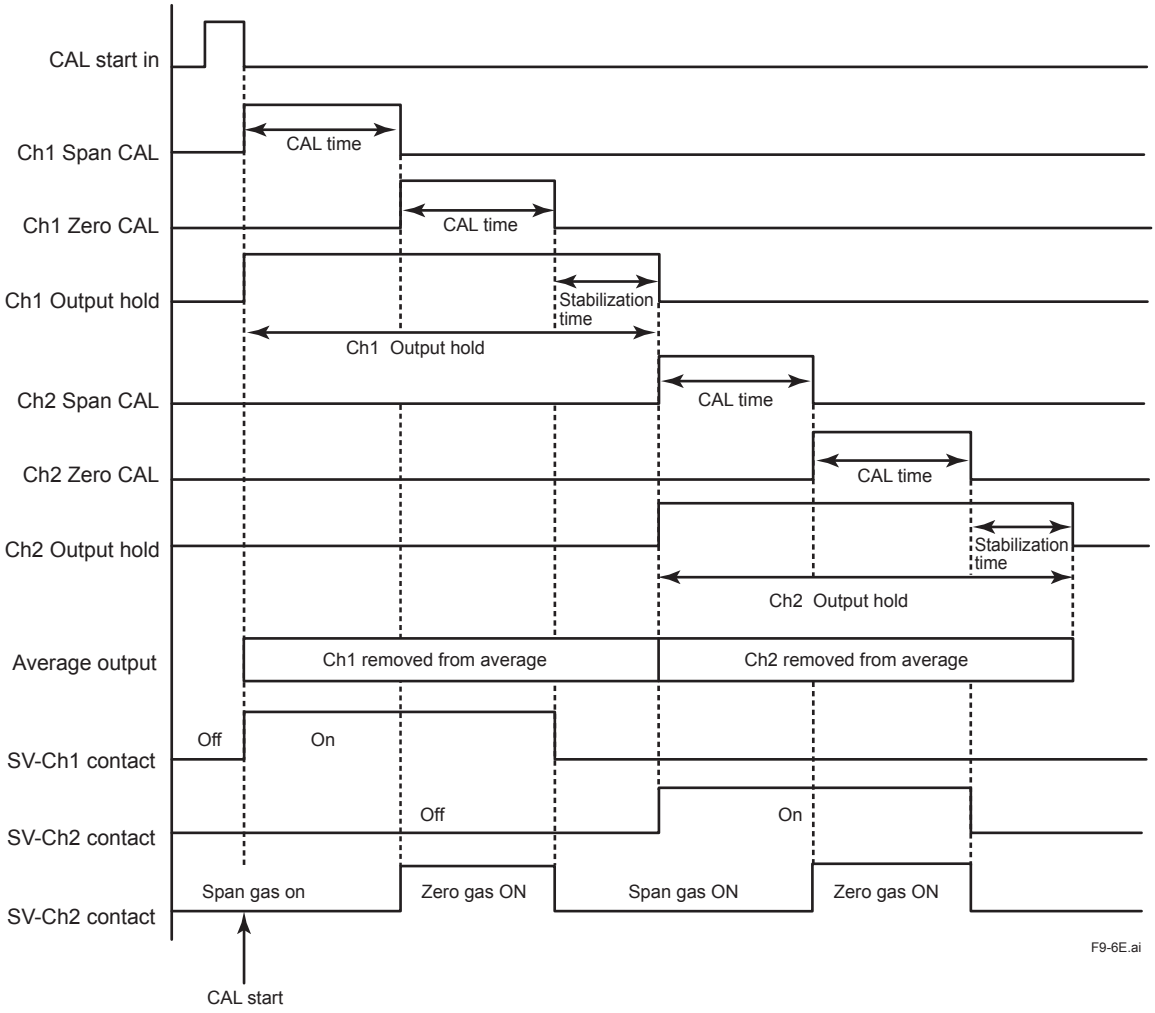

Figure 9.6 Calibration Timing
Setting range is from 00min. 00 sec. to 60 min. 59 sec. Calibration time and stabilization time, and analog output status are shown on the calibration timing chart of Figure 9.6 below. For Solenoid Valve (SV) piping and wiring see Section 4.2 (Piping for a System to Perform Automatic Calibration).